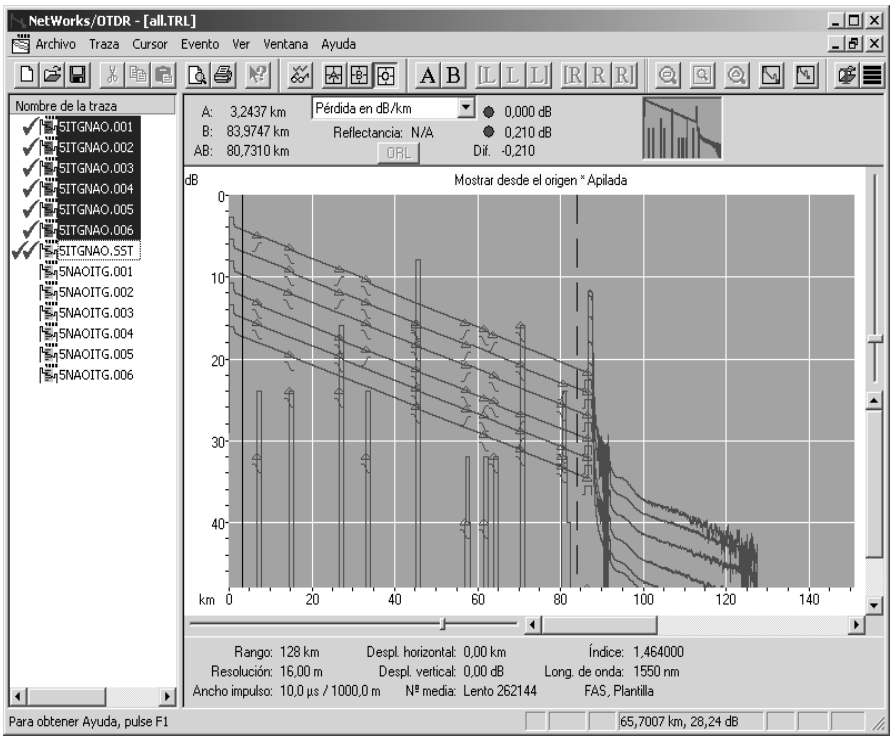

Figura 11-3: Traza de plantilla de empalme rápida
9. Haga clic en Aceptar para crear la traza de plantilla inteligente tal y como se muestra en Figura 11-3.